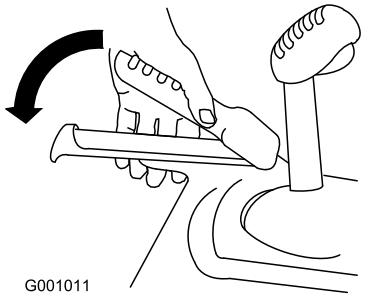

Figur 20
3. Klem den venstre trekkfunksjonsspaken til håndtaket (Figur 20).
6. Klem den venstre trekkfunksjonsspaken til håndtaket (Figur 20).